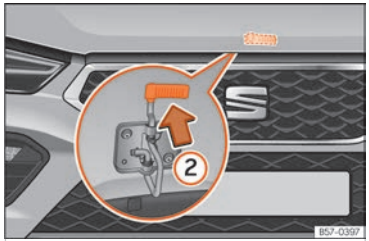

Fig. 208 Lever under the bonnet.
- To lift the bonnet, press the release catch under the bonnet upwards ››› **Fig. 208** ②. The arrester hook under the bonnet is released.